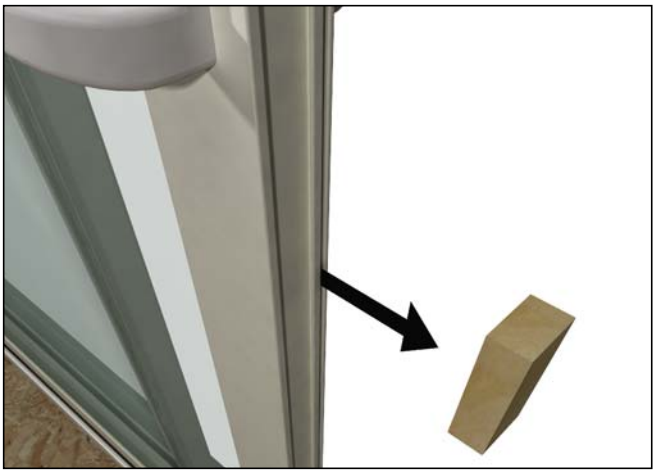

Figure 4
4. Remove the shipping blocks from inside of the operator panel. See figure 4.